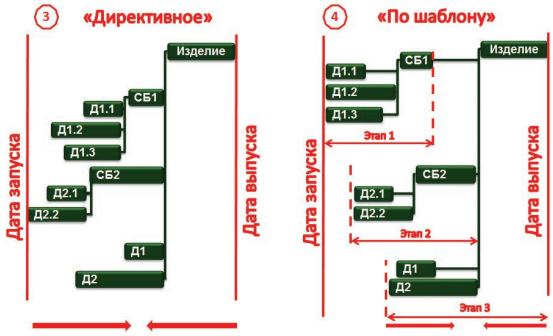

Рис. 3. Виды планирования: 3) «Директивное», 4) «По шаблону».
При **«ДИРЕКТИВНОМ»** планировании указывается и дата запуска, и дата выпуска. Задача системы составить такой производственный график, который бы укладывался в отведенный диапазон времени. Такой вид планирования позволяет, невзирая на ограничения по ресурсам, составить план в требуемый диапазон времени (**рис. 3 (3)**). При этом система допускает перегрузку оборудования свыше 100%, что позволяет увидеть узкие места (недостающие ресурсы) с привязкой к датам.
Этот вид планирования позволяет разбить изготовление изделия на несколько этапов. Длительность каждого этапа назначается экспертно (**рис. 3 (4)**). В каждый этап включаются детали и сборочные единицы, объединенные по определенными критериям.